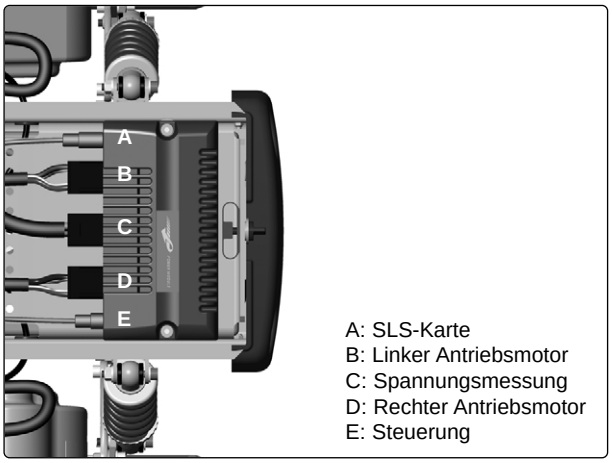

Abb. 60. E-Anschlüsse der Ausgangsstufe.
4. Lösen Sie die E-Anschlüsse der Ausgangs-stufe. Beachten Sie die genaue Position, s. Abb. 60.